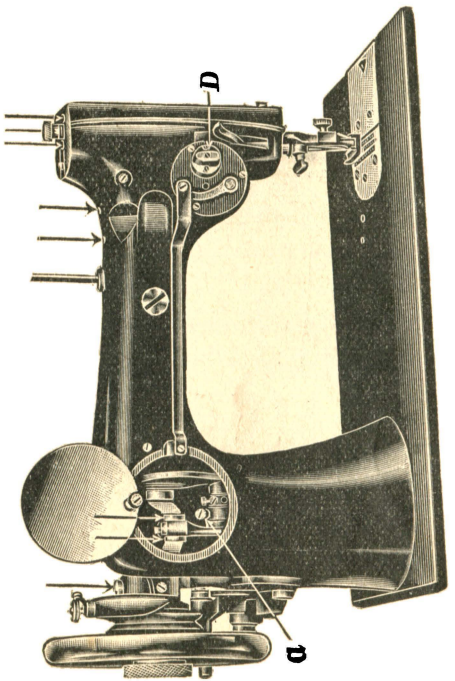

Abb. 9
2. Den auf der Rückseite des Armes befindlichen Schaltknebel D (Abb. 9) senkrecht stellen. Hierdurch erhält die Naht Mittellage.